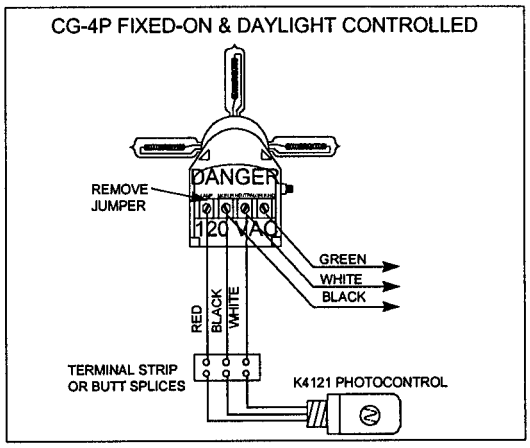

Figure 2-21
k. If the light burns fixed-on and is daylight controlled use an Intermatic photocontrol, as shown in Figure 2-21. Leads must be extended and photocontrol must face away from lens or light from lamp will affect its operation.